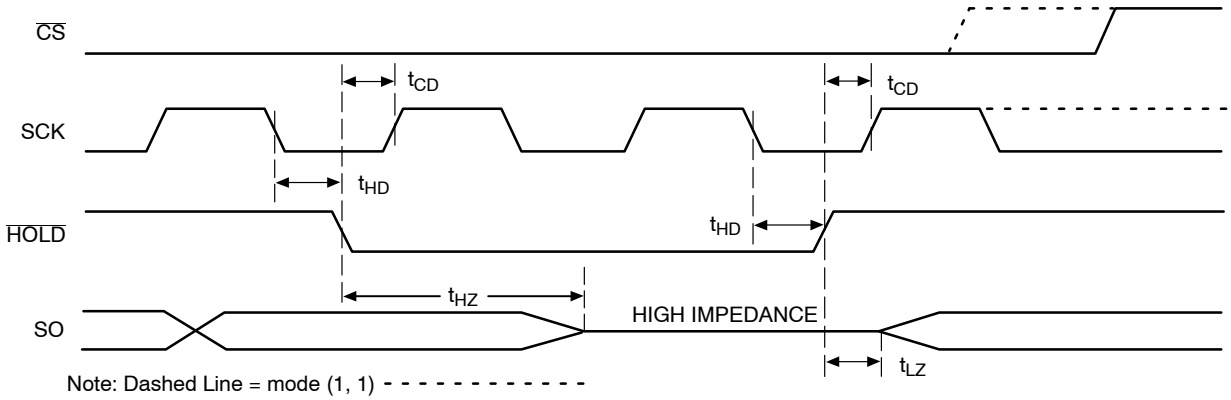

Figure 11. $\overline{\text{HOLD}}$ Timing
The $\overline{\text{HOLD}}$ input can be used to pause communication between host and CAV25M01. To pause, $\overline{\text{HOLD}}$ must be taken low while SCK is low (Figure 11). During the hold condition the device must remain selected ($\overline{\text{CS}}$ low). During the pause, the data output pin (SO) is tri−stated (high impedance) and SI transitions are ignored. To resume communication, $\overline{\text{HOLD}}$ must be taken high while SCK is low.